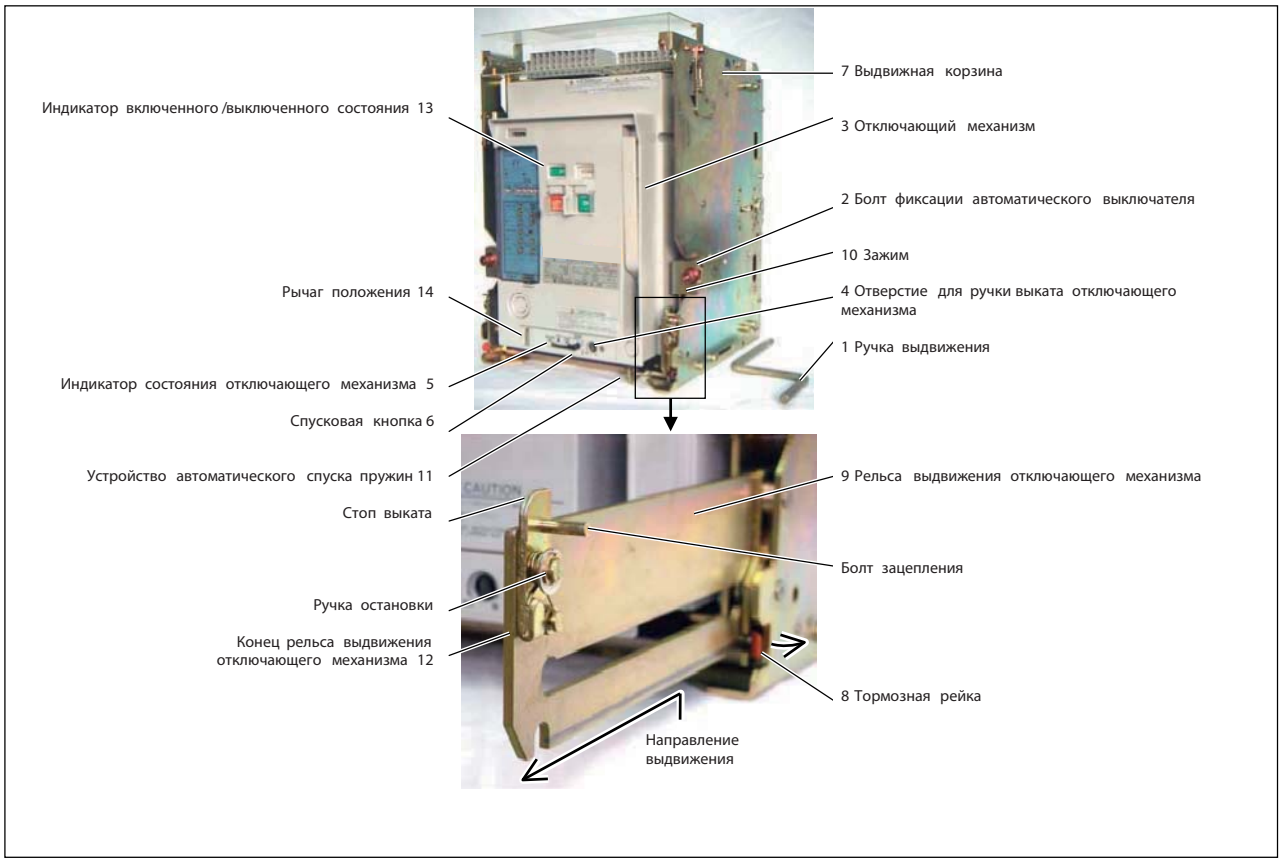

Рис. 23. Выдвижение и введение отключающего механизма
1. Выключите автоматический выключатель (если автоматический выключатель остается включенным, нельзя вставить ручку выдвижения (позиция 1 на рис. 23).
2. Ослабтье болты фиксации автоматического выключателя (позиция 2 на рис. 23), если они используются, для разблокирования отключающего механизма (позиция 3 на рис. 23).
3. Разблокируйте рычаг положения, если он заблокирован (позиция 14 на рис. 23).
4. Вставте ручку выдвижения в отверстие для ручки выдвижения отключающего механизма (позиция 4 на рис. 23) и медленно поворачивайте ее против часовой стрелки до тех пор, пока на индикаторе состояния отключающего механизма (позиция 5 на рис. 23) не будет отображаться “TEST”.
2. Нажмите спусковую кнопку (позиция 6 на рис. 23). Спусковая кнопка будет заблокирована в отжатом состоянии.
4. Вставте ручку выдвижения в отверстие для ручки выдвижения отключающего механизма (позиция 4 на рис. 23) и медленно поворачивайте ее против часовой стрелки до тех пор, пока на индикаторе состояния отключающего механизма (позиция 5 на рис. 23) не будет отображаться “ISOLATED” и не будет слышен звук свободного хода. Поворачивание ручки выдвижения разблокирует спусковую кнопку.
1. Убедитесь, что выдвижная корзина (позиция 7 на рис. 23) закреплена крепежными винтами.
2. Разблокируйте рычаг положения, если он заблокирован (позиция 14 на рис. 23).
3. Нажмите с обеих сторон выдвижной корзины на тормозные рейки (позиция 8 на рис. 23) в направлении наружу чтобы разблокировать рельсу выдвижения (позиция 9 на рис. 23), а затем поддержите и вытягивайте рельсу до тех пор пока она не остановиться. Рельса выдвижения отключающего механизма будет заблокирована тормозной рейкой. (Отключающий механизм нельзя выдвинуть если рельса не заблокирована).
4. Держа за два зажима (позиция 10 на рис. 23), выдвигайте отключающий механизм до тех пор пока он не остановиться.
Если автоматический выключатель оснащен опциональным автоматическим спусковым устройством (позиция 11 на рис. 23), то замыкающие пружины будут автоматически спущены с сопровождающимся механическим звуком. Этот звук не является признаком нарушения работоспособности.
5. Следует использовать опциональный подъемник или подъемную плиту чтобы переместить отключающий механизм (позиция 3 на рис. 23) в безопасное место. См. раздел 2-1-2.
2. Нажмите с обеих сторон выдвижной корзины на тормозные рейки (позиция 8 на рис. 23) в направлении наружу чтобы разблокировать рельсу выдвижения (позиция 9 на рис. 23), а затем поддержите и вытягивайте рельсу до тех пор пока она не остановиться. Рельса выдвижения отключающего механизма будет заблокирована тормозной рейкой. (Отключающий механизм нельзя задвинуть если рельса не заблокирована).
4. Если автоматический выключатель имет фиксирующие болты (позиция 2 на рис. 23), следует ослабить их и держа за два зажима (позиция 10 на рис. 23), втолкнуть отключающий механизм в выдвижную корзину.
5. Нажмите с обеих сторон выдвижной корзины на тормозные рейки (позиция 8 на рис. 23) в направлении наружу чтобы разблокировать рельсу выдвижения (позиция 9 на рис. 23), а затем чтобы чтобы всавить рельсу надавливайте на конец рельсы до тех пор пока она не остановиться. Рельса выдвижения отключающего механизма будет заблокирована тормозной рейкой. (Отключающий механизм нельзя выдвинуть если рельса не заблокирована).
1. Убедитесь , на индикаторе включенного / выключенного состояния (позиция 13 на рис. 23) отображается “OFF”. (Если автоматический выключатель остается включенным , нельзя вставить ручку выдвижения (позиция 1 на рис. 23).
2. Разблокируйте рычаг положения , если он заблокирован (позиция 14 на рис. 23).
3. Вставте ручку выдвижения в отверстие для ручки выдвижения отключающего механизма (позиция 4 на рис. 23) и медленно поворачивайте ее по часовой стрелке до тех пор, пока на индикаторе состояния отключающего механизма (позиция 5 на рис. 23) не будет отображаться “TEST”.
1. Выключите автоматический выключатель (если автоматический выключатель остается включенным , нельзя вставить ручку выдвижения (позиция 1 на рис. 23).
3. Нажмите спусковую кнопку (позиция 6 на рис. 23). Спусковая кнопка будет заблокирована в отжатом состоянии .
4. Вставте ручку выдвижения в отверстие для ручки выдвижения отключающего механизма (позиция 4 на рис. 23) и медленно поворачивайте ее по часовой стрелке до тех пор, пока на индикаторе состояния отключающего механизма (позиция 5 на рис. 23) не будет отображаться “CONN.” и ручку нельзя будет вращать с максимальным рабочим крутящим моментом (14,7 Н·м).
6. Затяните фиксирующие болты автоматического выключателя (позиция 2 на рис. 23), если они используются , для блокировки отключающего механизма .